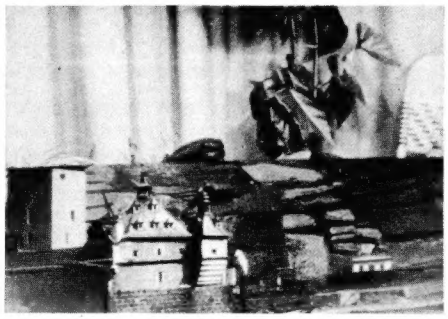

Bild 4a. Verdrängung von oben nach unten
5. Verdrängung von oben nach unten **(Bild 4a)**,